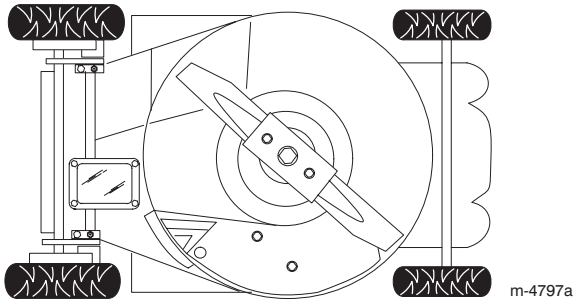

Bild 17
4. Kippen Sie den Rasenmäher auf seine *linke* Seite (Bild 17).